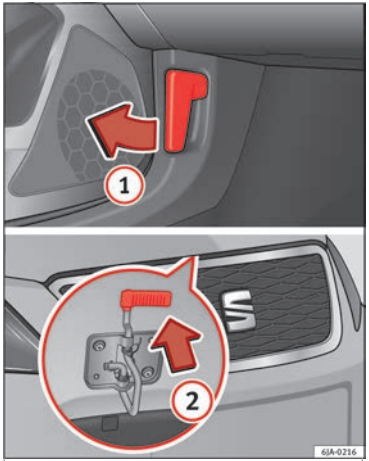

Fig. 7 See position on page 7-8
- Opening the bonnet: Pull the lever under the dashboard ››› **Fig. 7** ①.
- Lifting up the bonnet: press the release catch under the bonnet upwards ››› **Fig. 7** ②. The arrester hook under the bonnet is released.